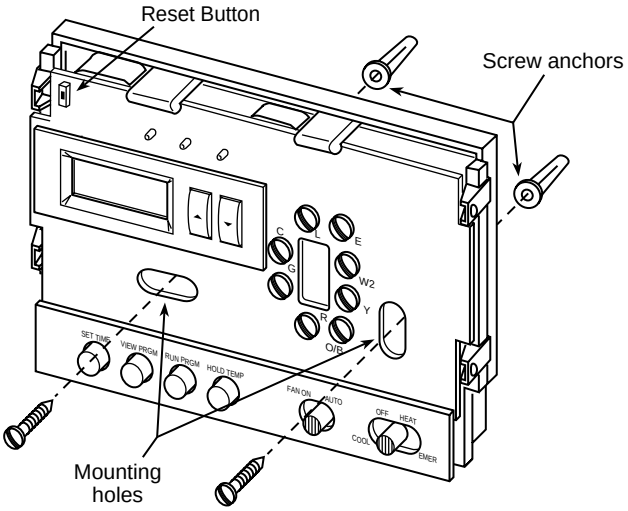

Figure 2. Thermostat base
8. Fasten base loosely to wall, as shown in fig. 2, using two mounting screws. Place a level against bottom of base, adjust until level, and then tighten screws. (Leveling is for appearance only and will not affect thermostat operation.) If you are using existing mounting holes, or if holes drilled are too large and do not allow you to tighten base snugly, use plastic screw anchors to secure subbase.
- **RESET BUTTON -** (see fig. 2) resets the thermostat program to the factory setting. This button can be used if you do not like the program you have entered or if you wish to start over in the programming procedure. The reset button can also be used to reset the program if the thermostat has been subjected to a voltage spike and the program has become scrambled or frozen.